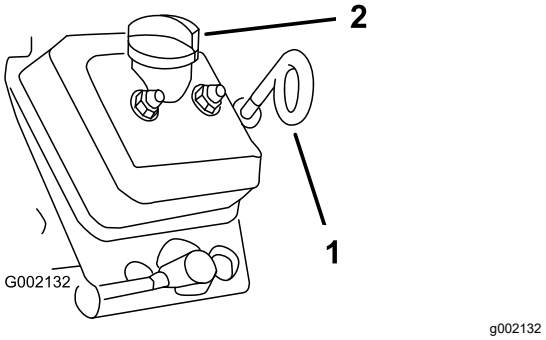

Figur 35
5. Rengør området omkring målepinden og påfyldningsdækslet (Figur 35) med en klud, så der ikke trænger snavs ned i målepindsrøret eller oliepåfyldningsstudsen og beskadiger motoren.
6. Fjern målepinden, og tør pindens ende ren (Figur 35).
7. Før målepinden helt ind i målepindsrøret (Figur 35).
10. Sæt påfyldningsdækslet på (Figur 35).
11. Sæt målepinden godt i (Figur 35).